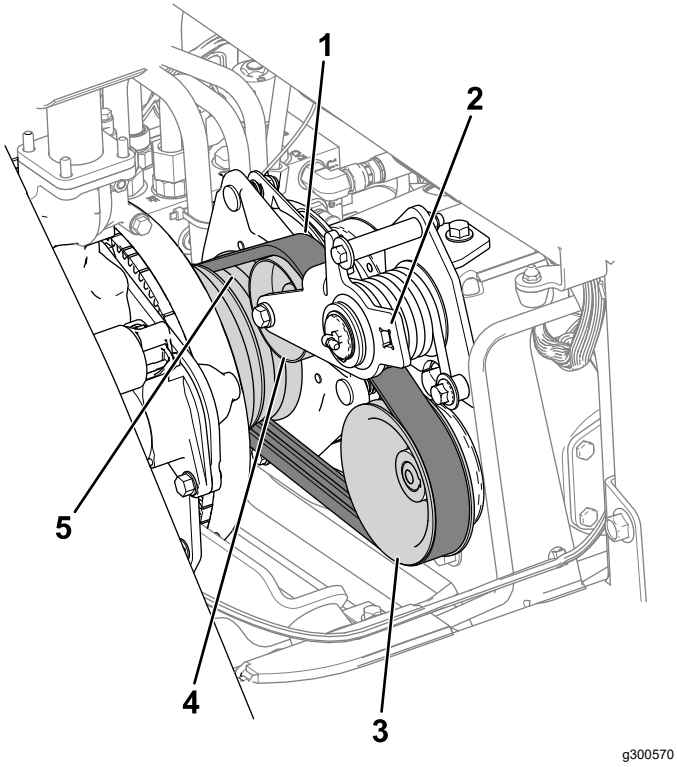

Bild 78
3. Führen Sie den Riemen über die Motorriemenscheibe, die Spannscheibe und der Riemenscheibe der Pumpe (Bild 78).